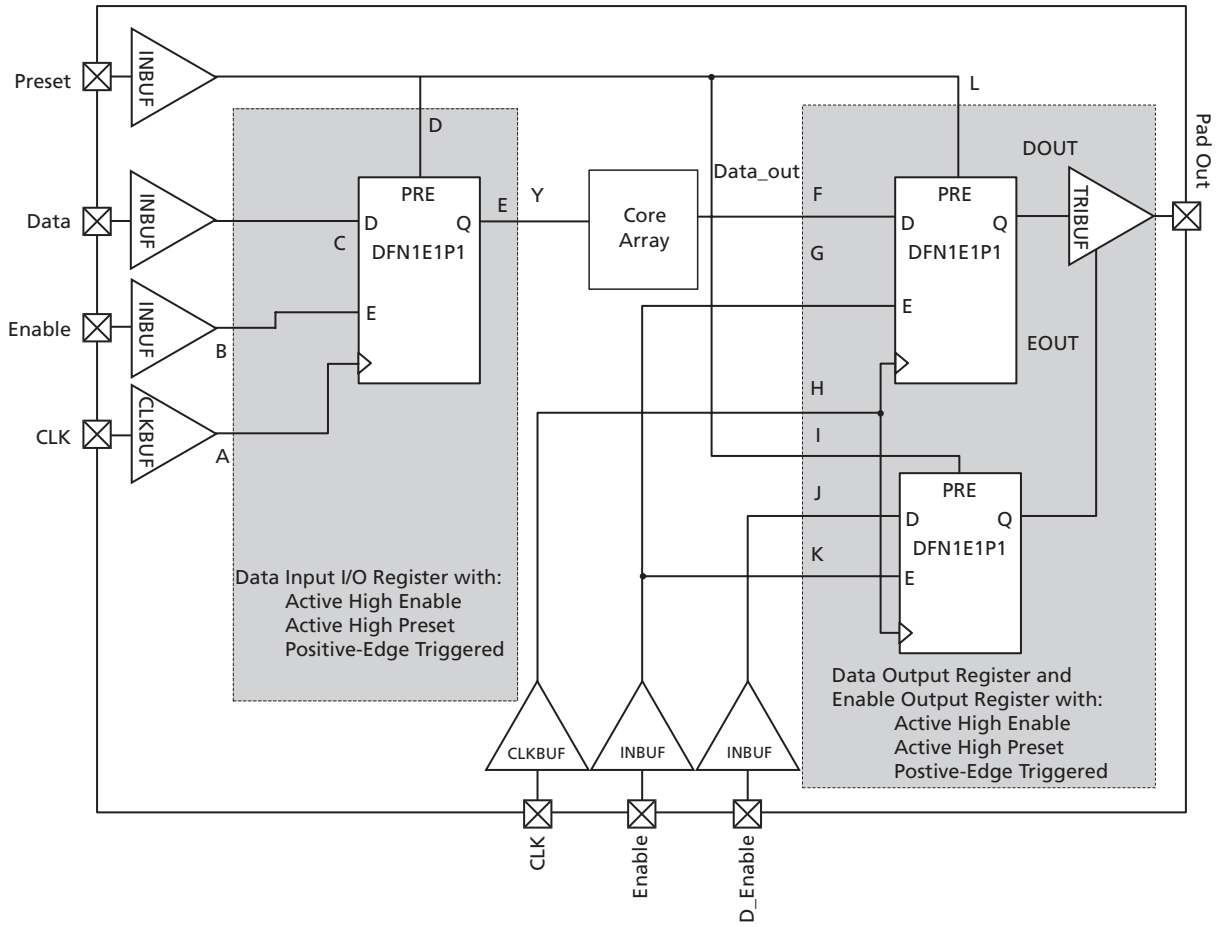

Figure 2-16 • **Timing Model of Registered I/O Buffers with Synchronous Enable and Asynchronous Preset**
* *See Figure 2-16 on page 2-68 for more information.*